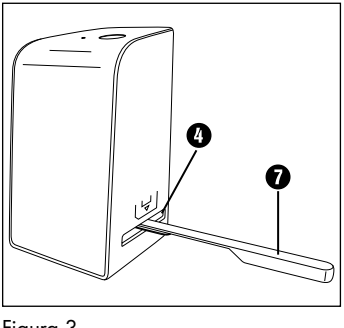

Figura 3
♦ Limpe a superfície da iluminação de fundo no interior do aparelho com uma escova de limpeza ❼. Para este fim, introduza a escova de limpeza, com a superfície de limpeza para baixo, na abertura direita ❹ (ver figura 3).